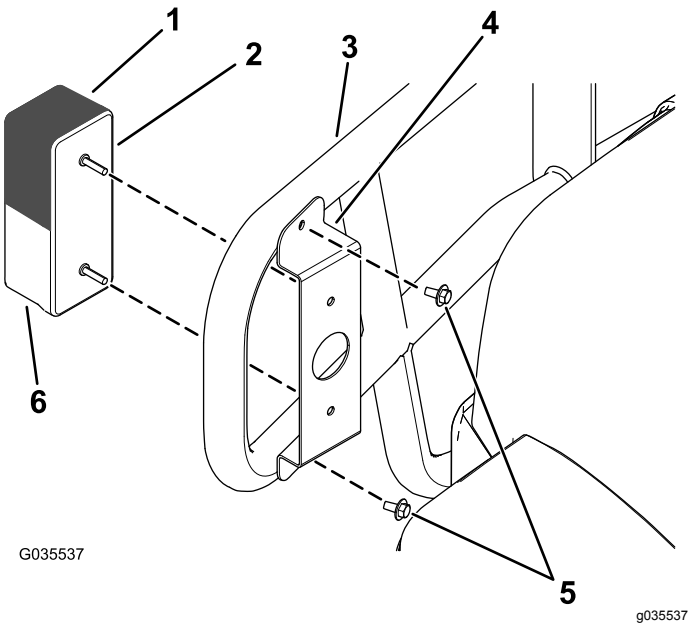

Figur 3
2. Montera det främre positionsljuset/signallampan på borstskyddet med det främre fästet och de två självgängande skruvarna som du tog bort tidigare (¼ x ½ tum) enligt Figur 3.
Obs: Se till att det gula lyktglaset (signallampan) är placerad ovanför det genomskinliga lyktglaset (positionsljuset) enligt Figur 3.